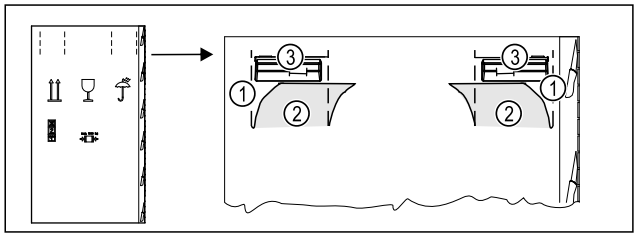

Fig. 5
- ▶ Apăsați în interior cartonul de ambalare sus la perforație *Fig. 5 (1)*.
- ▶ Extrageți lamelele apăsate în interior *Fig. 5 (2)*.
- ▷ Mânerul de transport *Fig. 5 (3)* dreapta și stânga este vizibil.
- ▶ Țineți aparatul de mânerele de transport *Fig. 5 (3)*.